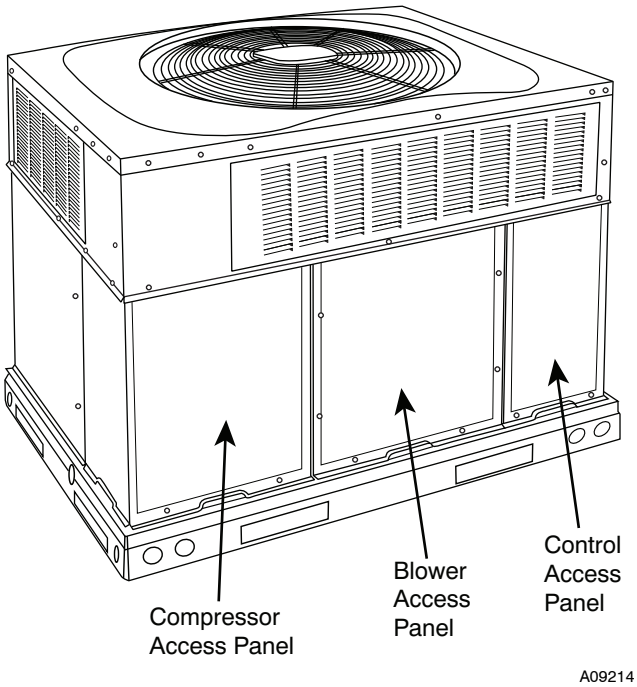

Fig. 18 - Unit Access Panels
a. Remove blower access panel (see Fig. 18).
g. Reinstall blower access panel (see Fig. 18).
1. Remove control access panel (See Fig. 18).
Remove blower access panel (see Fig. 18). Limit switch is located on the fan partition.
3. Remove control access panel (See Fig. 18).
Remove access panels (see Fig. 18) to locate all the electrical controls and wiring. Check all electrical connections for tightness. Tighten all screw connections. If any discolored or burned connections are noticed, disassemble the connection, clean all the parts, re-strip the wire end and reassemble the connection properly and securely.
After inspecting the electrical controls and wiring, replace the access panels (see Fig. 18). Start the unit, and observe at least one complete heating cycle and one complete cooling cycle to ensure proper operation. If discrepancies are observed in any operating cycle, or if a suspected malfunction has occurred, check each electrical component with the proper electrical instrumentation. Refer to the unit wiring label when making these checkouts.